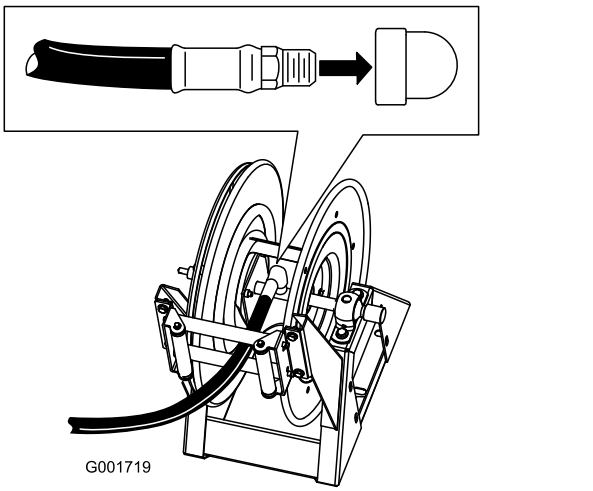

Figura 23
1. Avvolgere con nastro di Teflon la filettatura del raccordo sul tubo flessibile lungo e montare il raccordo nel tubo di connessione sull’avvolgitubo (Figura 23).